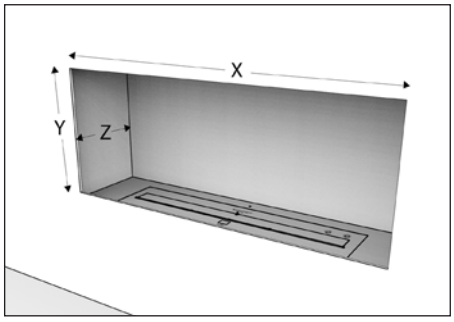

Fig.1
A. DIMENCIONES DE LA CAJA DE COMBUSTION PARA UNA INSTALACION "EN UNA CHIMENEA O PARRILLA" *(Fig.1)*